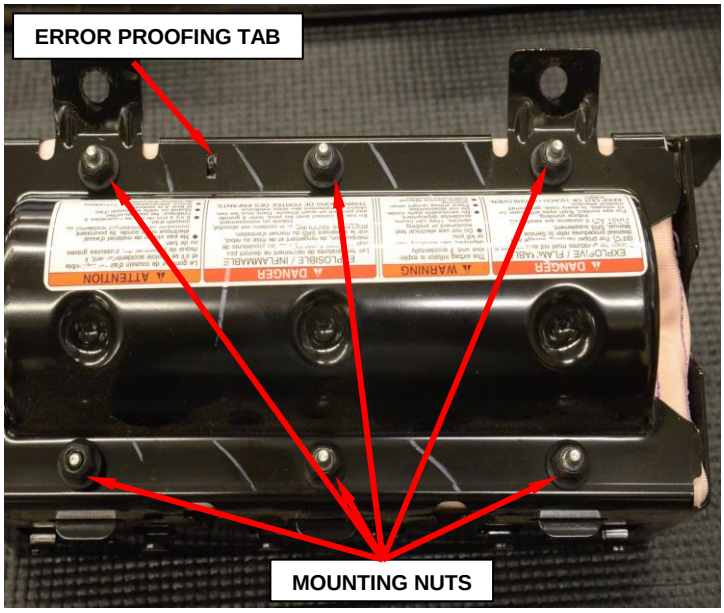

Figure 49 – Mounting Nuts
NOTE: Ensure proper inflator assembly fit. Note error proofing tab when reassembling to cushion (Figure 49).
m. Install the six new mounting nuts and tighten to 88 in. lbs. (10 N·m) (Figure 49).